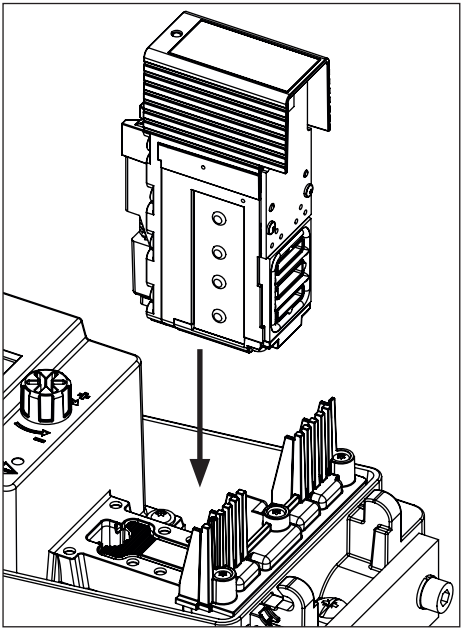

Fig. 30: *Inserting/exchanging the pneumatic module*
4. Insert the module as shown in Fig. 30. Press the module toward the display and insert it along the wedge.